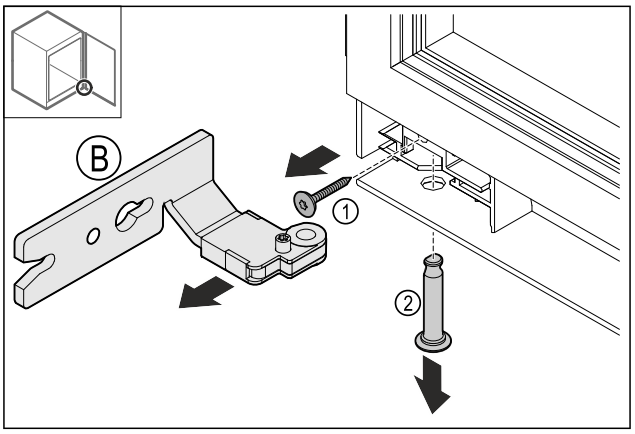

Fig. 16
▶ Îndepărtați șurubul *Fig. 16 (1)*.
▶ Îndepărtați bolțul *Fig. 16 (2)*.
▶ Îndepărtați balamaua *Fig. 16 (B)*.